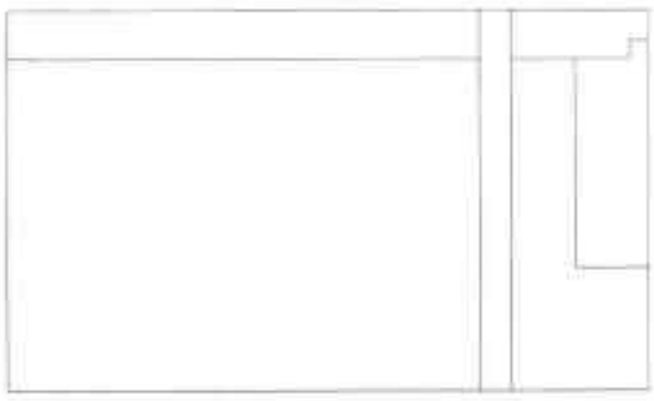

图19-86 修剪图形
Step 03 执行“修剪”命令，对偏移的图形进行修剪，如图 19-86 所示。